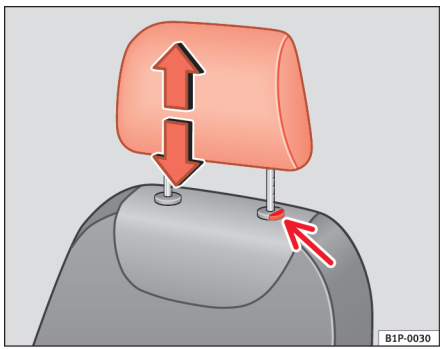

Fig. 89 Indstilling eller afmontering af hovedstøtte
– Tryk på knappen ⇒ fig. 89 (pil).